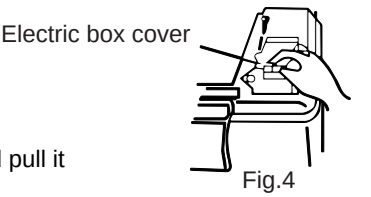

Fig.4
- Connect the blue wire of the power connection cord to the terminal “N(1)”, the brown one to “2”, connect the red wire to "N3" and the yellow-green one to the earth wire.As shown in Fig.4, Fig.5.